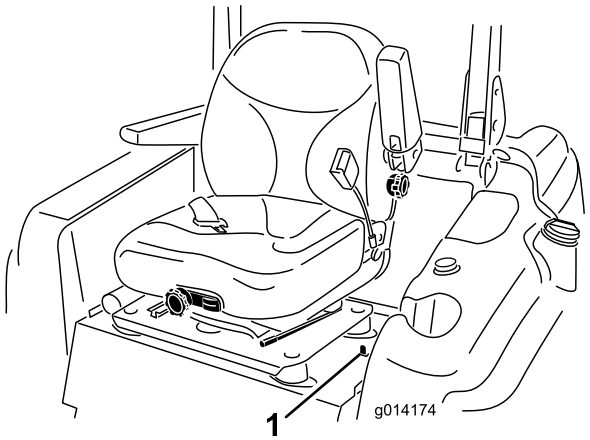

Figura 1
4. Spostate indietro il chiavistello del sedile, posto a sinistra di quest'ultimo, per sbloccare il sedile e tirate in avanti la parte superiore del sedile fino a quando il chiavistello non aggancia la piastra di supporto del sedile (Figura 1).